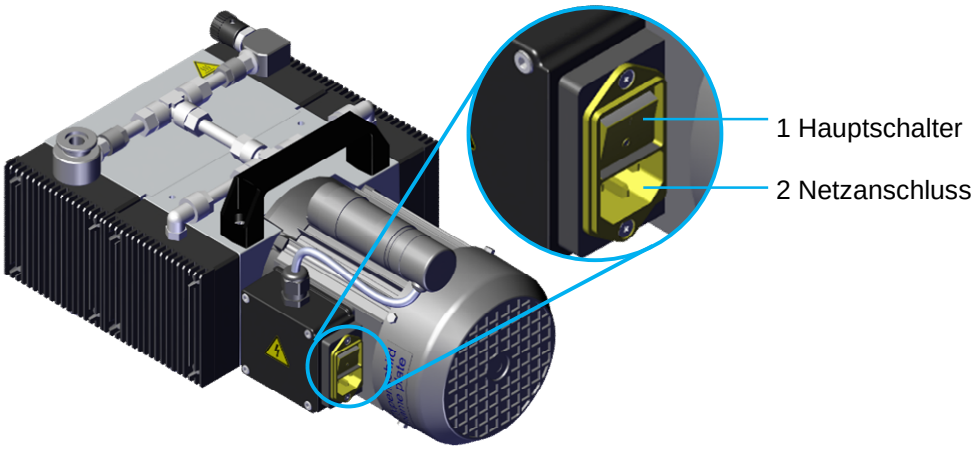

Abb. 5-1. Hauptschalter und Netzanschluss (Ansicht hinten)
Das Gerät wird mit einem Standardstromkabel geliefert, das am Netzanschluss (Abb. 5-1/2) an das Gerät angeschlossen wird.
3. Gerät am Hauptschalter einschalten (Abb. 5-1/1).